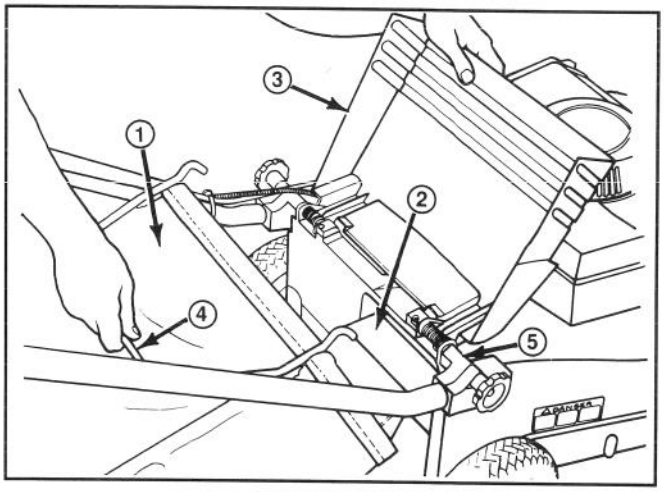
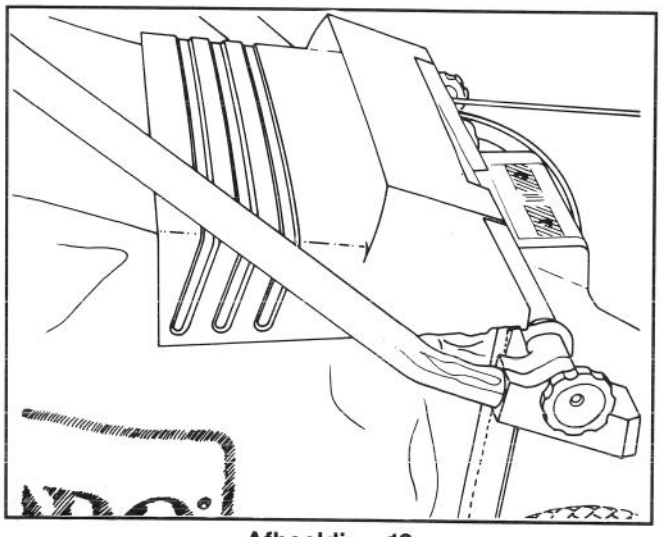

Afbeelding 11
Afbeelding 12
2. INSTALLEREN VAN DE ZAK—Open de kokerdeur, schuif de trechter van de zak in de afvoeropening en haak het zakframe aan de bevestigingsbeugel (Afb. 11). Laat de kokerdeur op de zak rusten (Afb. 12).